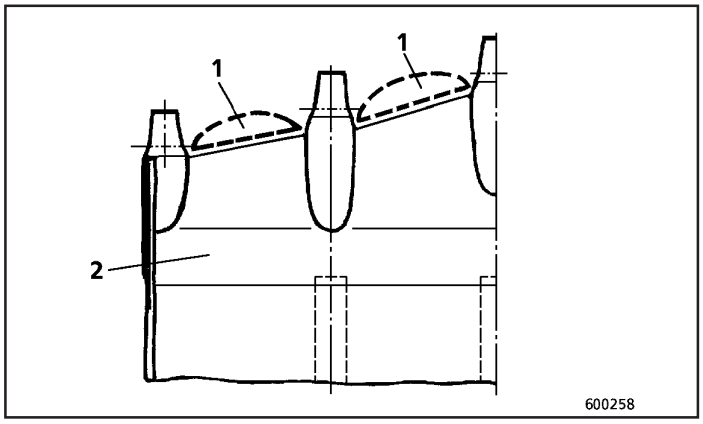

Fig.37
Dentes de corte (1, Fig. 37) fabricados em aço temperado e revenido de elevada resistência podem ser soldados em dispositivos de escavação (2) para aumentar a proteção ao desgaste do metal de base sem prejudicar as características de corte.